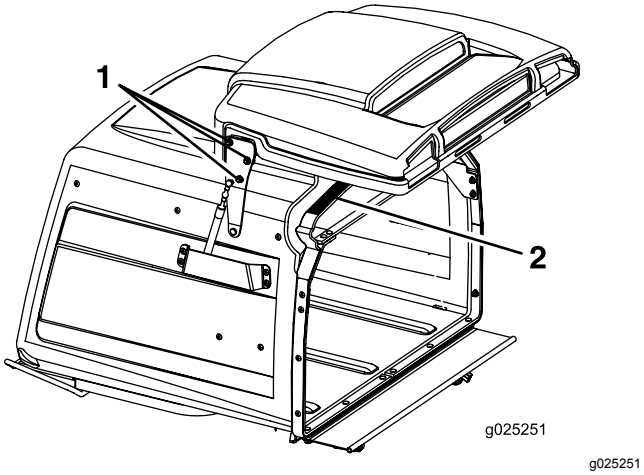

Figuur 69
3. Maak de zes moeren van de scharnieren van het deksel los (Figuur 69).
4. Open het deksel en plaats een rubberen strip (9,5 mm) of slang van (diameter 9,5 mm) tussen de hopper en het deksel van de hopper (Figuur 69).